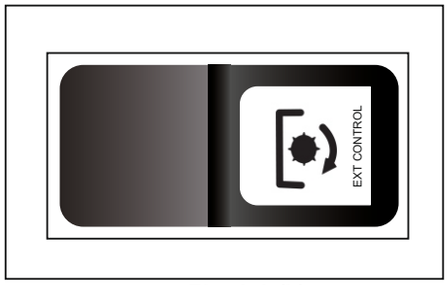

Fig. 3-3 (k)
3.3.7 Interruptor de ignição (partida), veja fig. 3-3 (l)